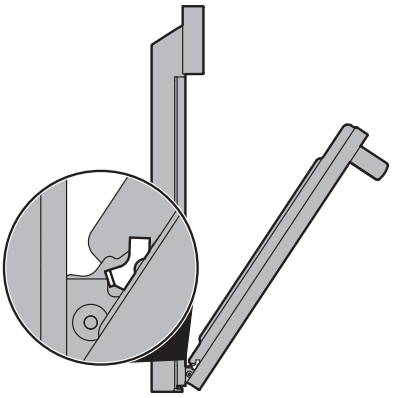

Figure 26: Position de retrait
3. Saisissez la porte par les côtés et fermez-la jusqu'à ce que le cadre entre en contact avec les charnières déverrouillées (Figure 26).
2. Tenez la porte du four au même angle que pour le retrait. Insérez avec précaution les leviers de charnière dans le cadre du four jusqu'à ce que vous sentiez que les leviers de charnière sont logés dans les encoches de charnière. Les bras de charnière doivent être entièrement insérés dans les encoches de charnière avant que la porte du four ne puisse être complètement ouverte. (Figure 26).